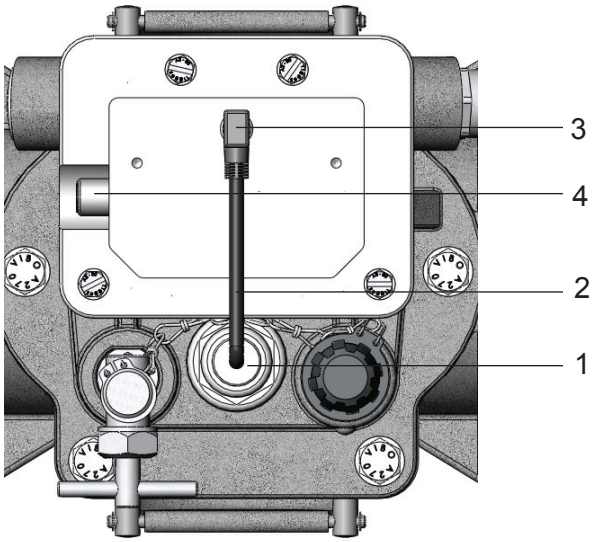

Bild 7 - Kappe des Klemmenkastens
Die Sonde (Bild 7/1) ist in den Deckel des Buchholzrelais montiert. In die Kappe des Klemmenkastens ist die elektronische Verstärker- und Auswerteeinheit der Messeinrichtung integriert. Beide Teile sind im Auslieferzustand durch das Kabel (Bild 7/2) und den LS-Stecker (Bild 7/3) miteinander verbunden. Die DC 24 V Betriebsspannungsversorgung sowie die Signalweitergabe erfolgt über den Verstärkerausgang (Bild 7/4).
- In den Stecker M12 des Verstärkerausganges (Bild 7/4) ist das 3-Leiter-Kabel mit angegossener Winkelbuchse M12 zu stecken.